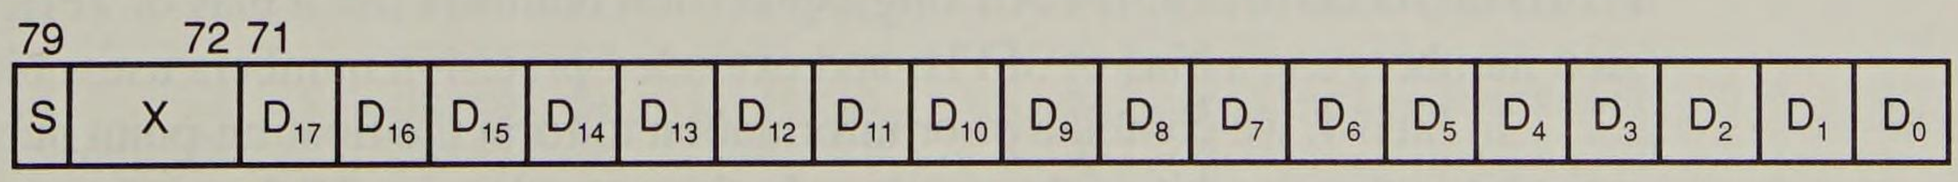

**FIGURE 8–2** BCD data format for the 8087 family of numeric coprocessors.
Floating-point numbers are often called *real numbers* because they hold signed integers, fractions, and mixed numbers. A floating-point number has three parts: a *sign bit*, a *biased exponent*, and a *significand*. Floating-point numbers are written in *scientific binary notation*. The Intel family of arithmetic coprocessors supports three types of floating-point numbers: short (32 bits), long (64 bits), and temporary (80 bits). Refer to Figure 8–3 for the three forms of the floating-point number. Please note that we also call the short form a *single-precision* number and the long form a *double-precision number*. Sometimes the 80-bit temporary form is called an *extended-precision* number. The floating-point numbers, and the operations performed by the arithmetic coprocessor, conform to the IEEE-754 standard
**FIGURE 8–3** Floating-point (real) numbers. (a) Short with a bias of 127 (7FH) and an implicit 1, (b) long with a bias of 1023 (3FFH) and an implicit 1, and (c) temporary with a bias of 16,383 (3FFFH) and a non-implicit 1.